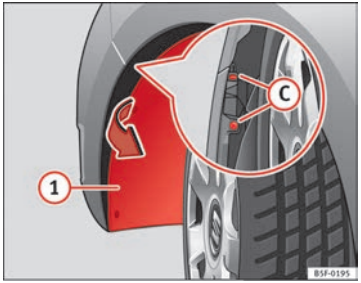

Fig. 149 Farol de nevoeiro: acesso ao conector e ao porta-lâmpadas
– Puxe o passa-roda (1) ⇒ Fig. 149 para dar acesso aos 2 parafusos (C) ⇒ Fig. 149 do pára-choques que ficam escondidos.